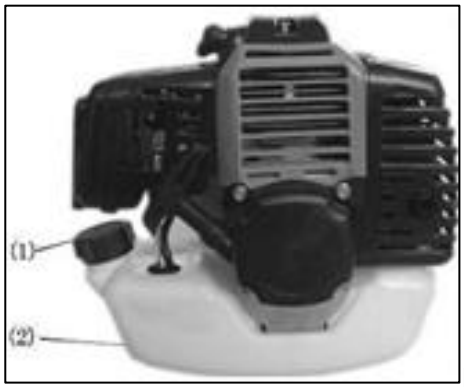

Rys. 12
1. Sprawdź czy zbiornik paliwa (Rys. 12, poz. 2) został napełniony prawidłową mieszanką.
3. Sprawdź czy korek paliwa (Rys. 12, poz. 1) jest dokręcony (przekręć w prawo by dokręcić).
1. By uruchomić, przestaw wyłącznik zapłonu (Rys. 12, poz. 8) w pozycję START (z **0** na **I**).